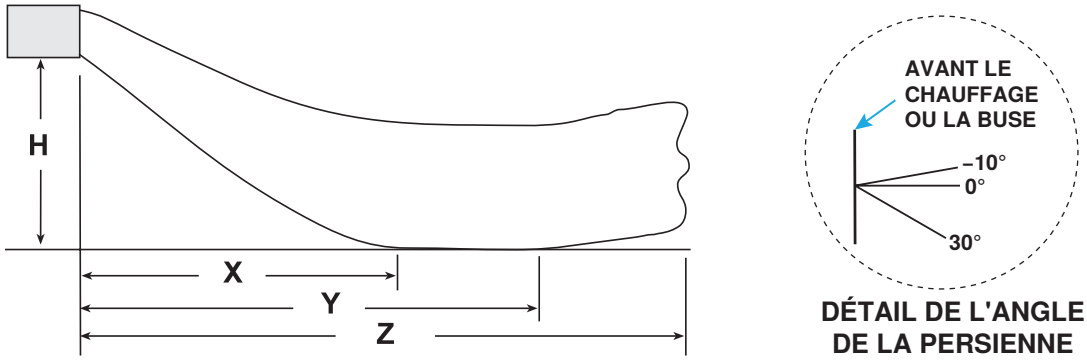

Figure 1. Projection de l'appareil de chauffage (reportez-vous au Tableau 2 et Tableau 3)
La **Figure 1** montre les modèles de projection et les **Tableau 2** et **Tableau 3** répertorient les distances de projection pour les appareils de chauffage suspendus à différentes hauteurs de montage. La projection de l'appareil de chauffage change avec l'ajout de persiennes verticales en option ou d'embouts d'abaissement. Les distances de projection des unités équipées de buses descendantes sont indiquées dans le manuel d'installation du kit de buses descendantes fourni avec le kit.
*Voir Figure 1.
*Voir **Figure 1**.